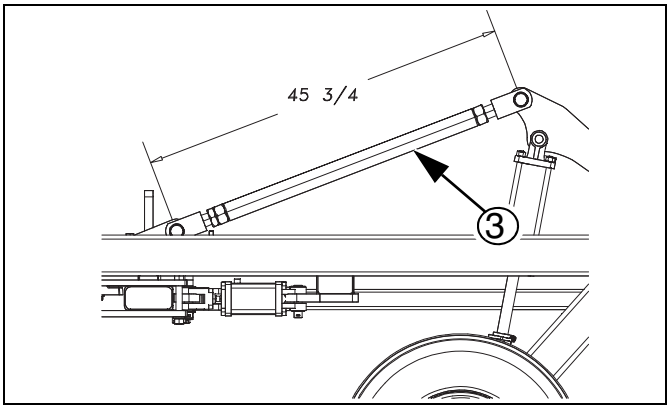

Figure 15 42395
17. Réglez les ailes pour correspondre à la profondeur du centre. Commencez par desserrer le contre-écrou ① avec la clé de ridoir (rangée sur les ergots arrière de l'attelage). Tournez le ridoir ② pour le régler. (Raccourcissez le ridoir pour qu'il fonctionne moins en profondeur, allongez-le pour aller plus loin), voir ***Consultez la Figure 15*** pour le préréglage des ridoirs.
Consultez la Figure 15